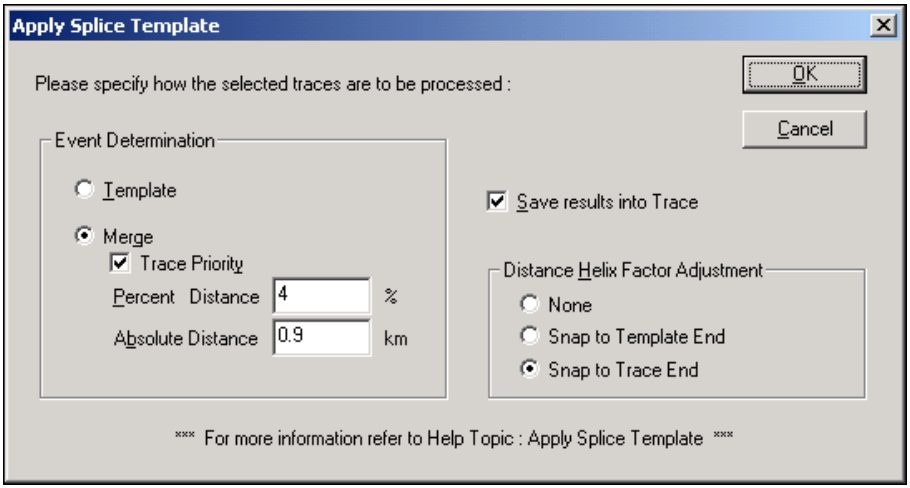

Figure 9-1: Apply Splice Template Dialog Box
4. Select **Trace**>**Apply Splice Template**. The Apply Splice Template dialog box (Figure 9-1) is displayed
The Apply Splice Template dialog box (Figure 9-1) allows selection of various settings and parameters that determine how traces are to be processed.